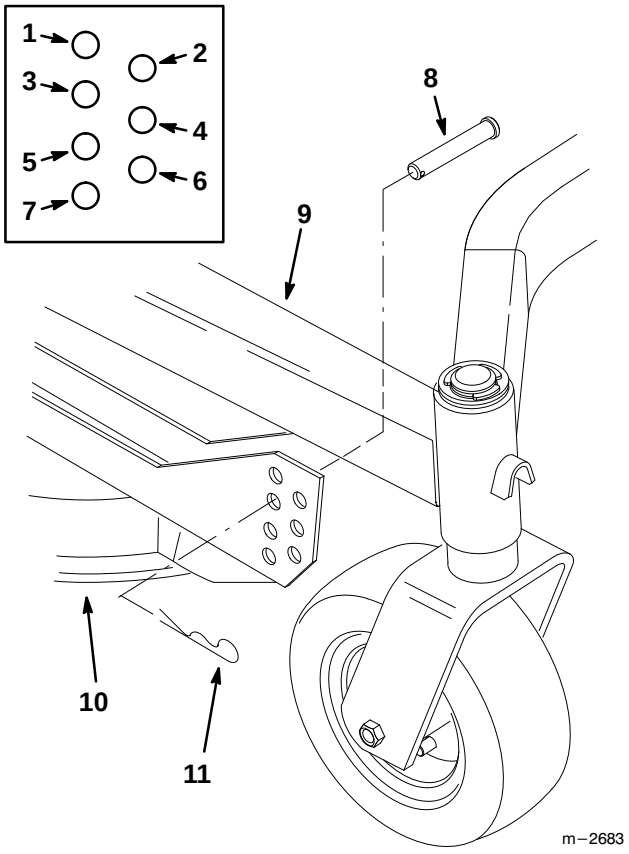

Figure 6
2. Mount the cutting deck to the carrier frame with four (4) clevis pins and hairpin cotters (Fig. 6).
The height-of-cut is adjustable from 1” to 4” (26 to 102 mm). The height-of-cut is adjustable in 1/2-inch (13 mm) increments by relocating the clevis pins in different hole locations in brackets at each corner of the cutting unit (Fig. 6).